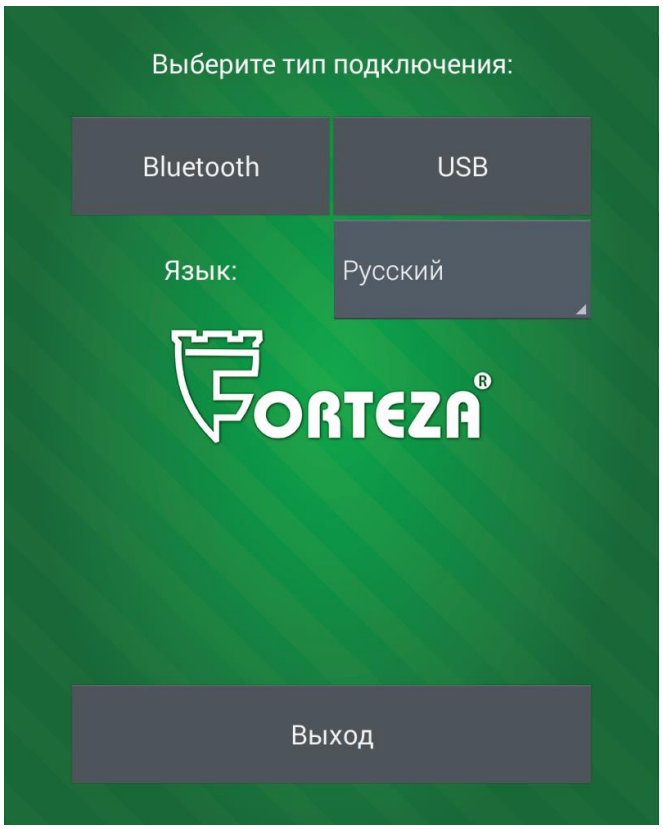

Рисунок 2.24
2.3.7.4.1.2 Запустить на Android устройстве программу «FM UNI» (рисунок 2.24).
2.3.7.4.5 Выбрать тип подключения «USB» (рисунок 2.24). Откроется окно программы (рисунок 2.26).